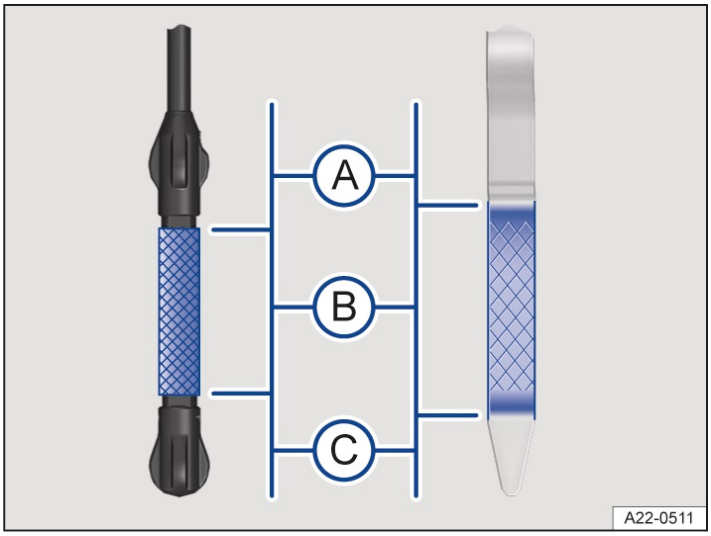

Fig. 2 Engine oil level markings on the oil dipstick (versions).
3. Remove the dipstick again and read the oil level on the dipstick as described below→ *fig. 2*:
Never add too much oil. When you are done adding oil, the oil level should be in the center of area → *fig. 2* (B). It should not be above → *fig. 2* (B), it should be in the (A) range, and it must not be in the area above → *fig. 2* (A).